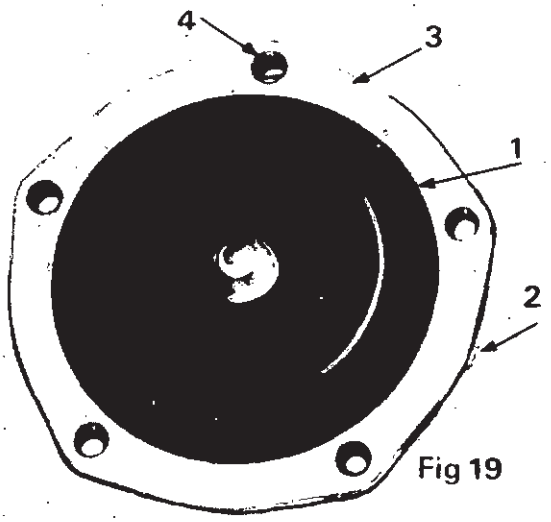

Fig 19
- avant le montage sur le corps, il est bon d'effectuer un prémontage comme suit : monter les cinq vis sur la bride, puis le joint et ensuite la membrane ce qui assure le parfait alignement des trous (Fig. 19).